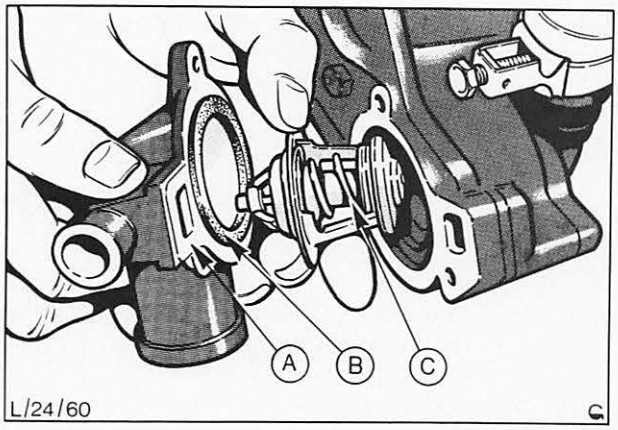

Abb. 51 Thermostat ausbauen
2. Thermostatgehäuse und Thermostat ausbauen. Abb. 51, siehe Pos. 24 454.